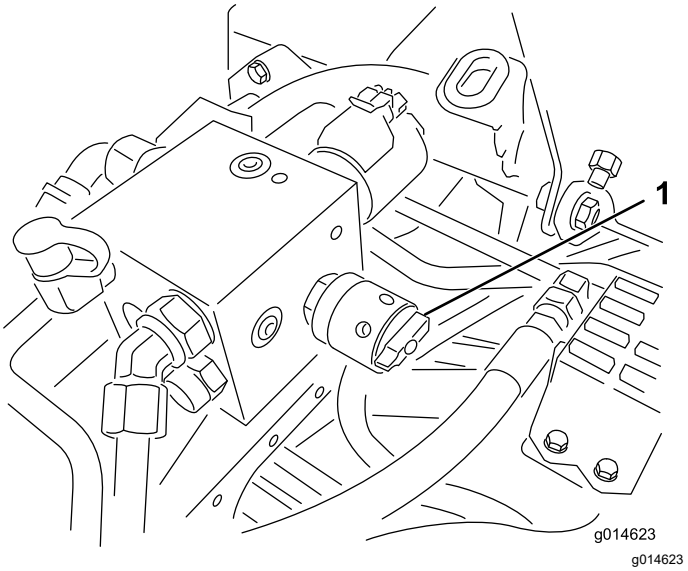

Figuur 54
6. Draai de toerentalregeling van de messenkooien op instelling 1 (Figuur 54).
4. Stel het toerental van de messenkooi in door de knop te draaien (Figuur 54) tot de pijlen van de wijzer het nummer aanwijzen dat u bepaald hebt in stap 3.